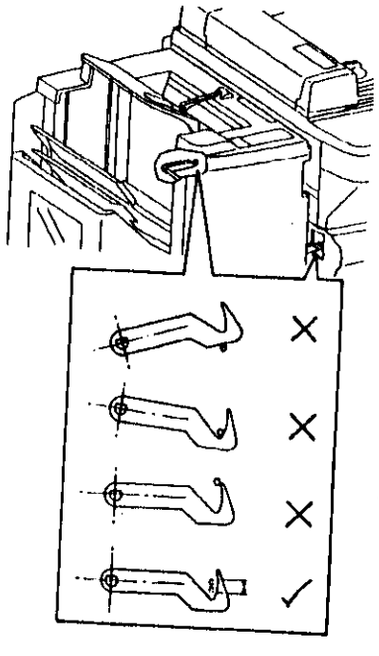

Рисунок 4. Проверка фиксации
1. (Рисунок 4) Откройте переднюю дверцу сортера-степлера. Снимите заднюю дверцу сортера-степлера (PL 14.8). Проверьте, что положение штырька фиксатора относительно рычажка одинаково для обоих фиксаторов.